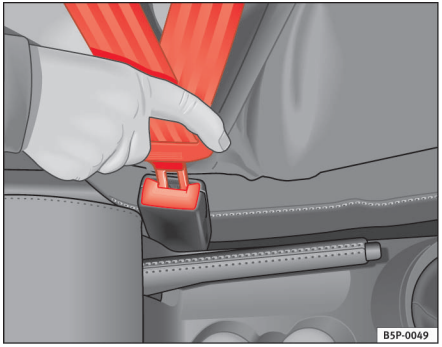

Fig. 11 Sikkerhedsselens selelås og låsetap ▶
– Stik låsetappen ind i den selelås, der hører til den pågældende siddeplads. Du skal kunne høre, at den går i hak ⇒ side 22, fig. 11.